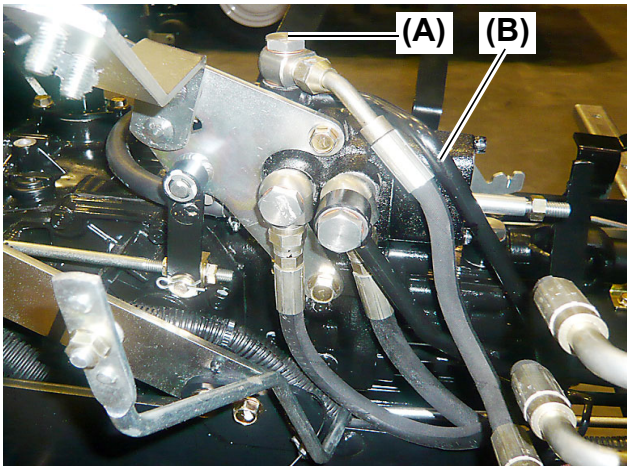

Fig. 11
15.Remove the ball joint bolt that secures the oil cooler to the low pressure pipe **(Fig. 11, 12, (B))**.